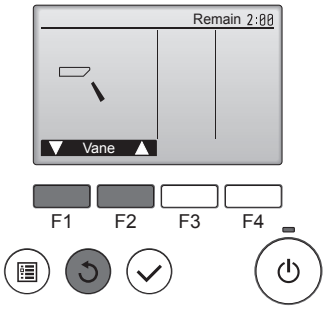

Fig. 7-4
② Нажмите кнопку [ВЫБОР] для отображения экрана работы жалюзи, затем нажмите кнопку [F1] и [F2] для проверки автоматического режима работы жалюзи. (Fig. 7-4)